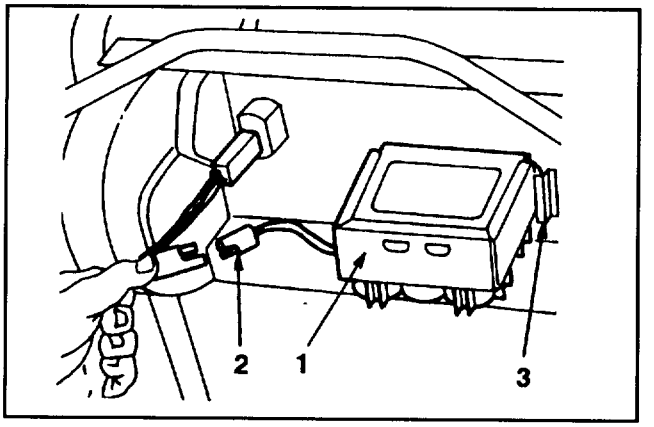

Abbildung 25
1. Den Motor abstellen und die Kabel von der Batterie trennen (Abb. 25).